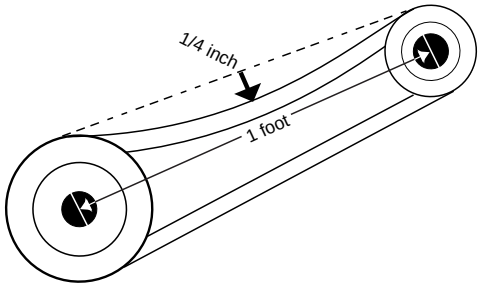

Figure 1
b. Adjust the motor plate until proper tension is reached. For proper tension, a deflection of approximately 1/4" per foot of center distance should be obtained by firmly pressing the belt. Refer to *Figure 1*.